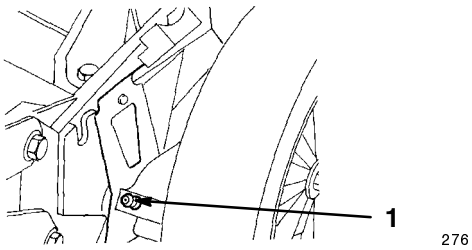

Bild 33
1. Wischen Sie die Schmiernippel an den hinteren Schnitthöheneinstellhebeln mit einem sauberen Lappen ab (Bild33).